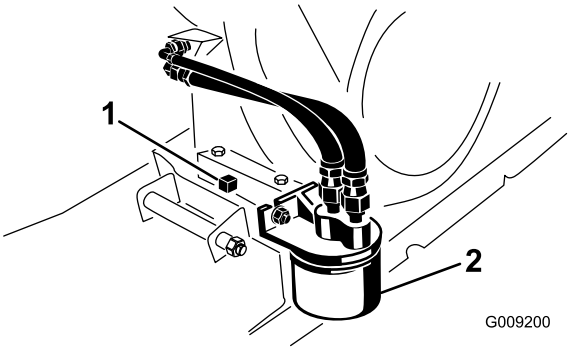

Figur 32
6. Fjern tappepluggen og tetningen (Figur 32).
2. Fjern det gamle oljefilteret (Figur 32).
4. Tre det nye filteret på filteradapteren til pakningen kommer i kontakt med monteringsplaten. Stram deretter filteret med en halv til trekvart omdreining til (Figur 32).